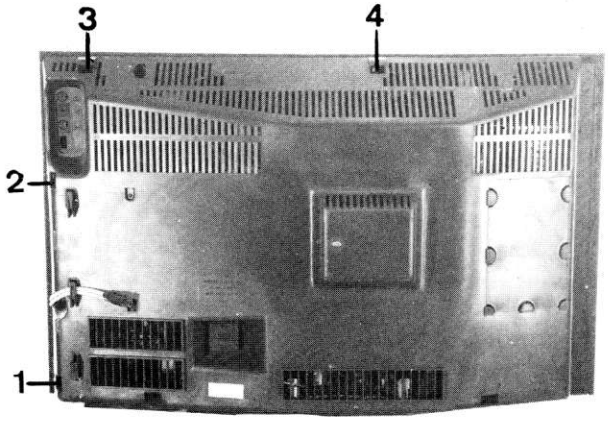

Fig : 1
DÉMONTAGE DU DOS - Fig. 1
- Au moyen d'un tournevis, dégager les verrous **dans l'ordre indiqué** sur la figure 1.